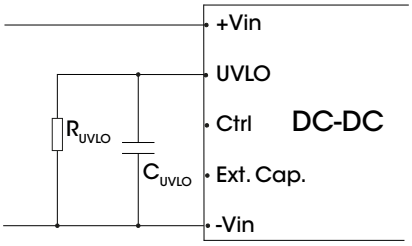

Figure 12.
3. The UVLO pin can adjust the point of input under-voltage protection by the external resistance R_{UVLO},for the value of R_{UVLO}, please refer to Fig. 12. If the pin is open circuit, the point of input under-voltage protection is 11 V.
3. The resistance R_{UVLO} sets the undervoltage protection point, for the value of R_{UVLO}, please refer to Fig. 12.